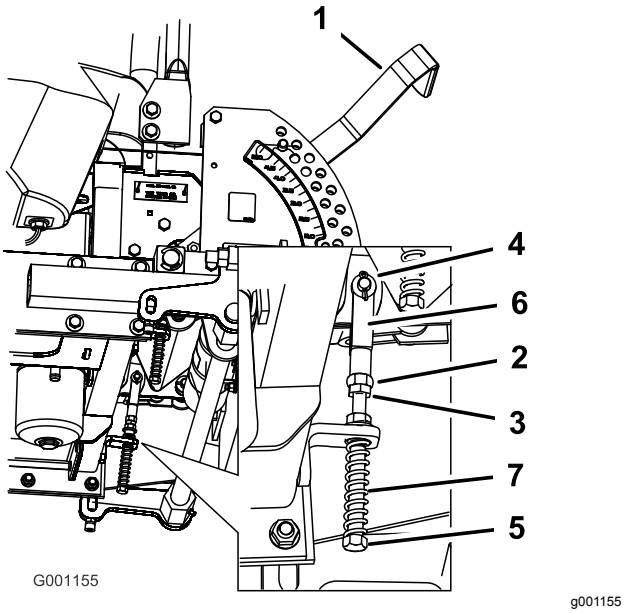

Figur 97
8. Hvis det er nødvendig med justering må du løsne på mutteren og låsemutteren mot krysshodet (Figur 97).
9. Trekk bevegelseskontrollspaken lett bakover, vri hodet på justeringsbolten i korrekt retning inntil kontrollspaken er sentrert i den NØYTRALE LÅSESTILLINGEN (Figur 97).
10. Stram mutteren og låsemutteren (Figur 97).